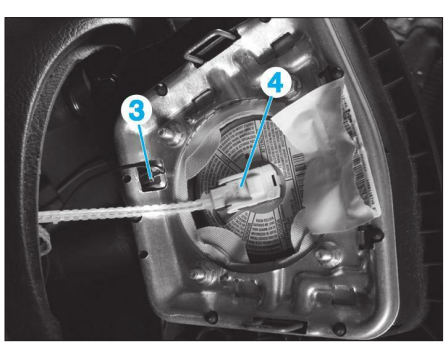

**Fig. 3**
• Débrancher la masse (3) et le connecteur d'airbag (4) **(Fig.3)**.